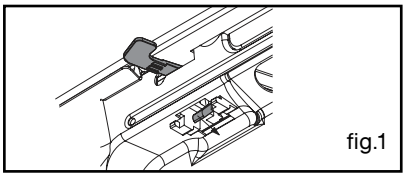

fig.1
- Press the switch on the panel until the system is engaged and then close the door (fig 1).
• For greater stability, attach the oven in the cabinet with two screws through the holes provided for this purpose on either side of the front side panels (fig.1).